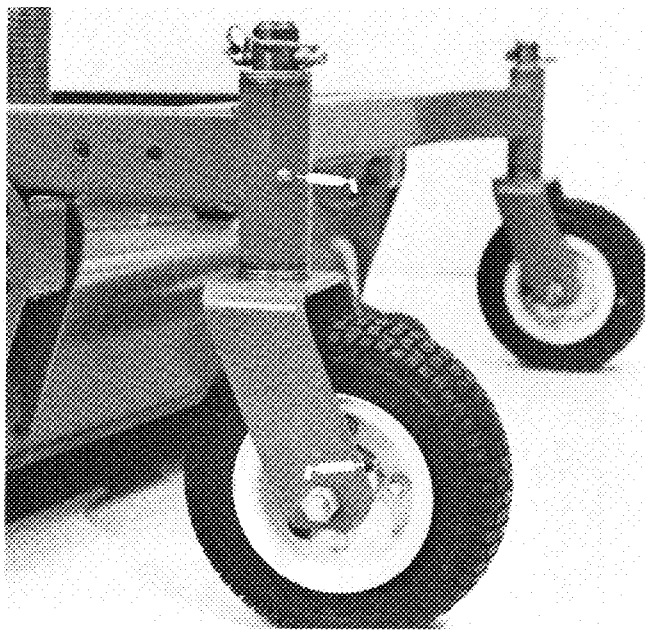
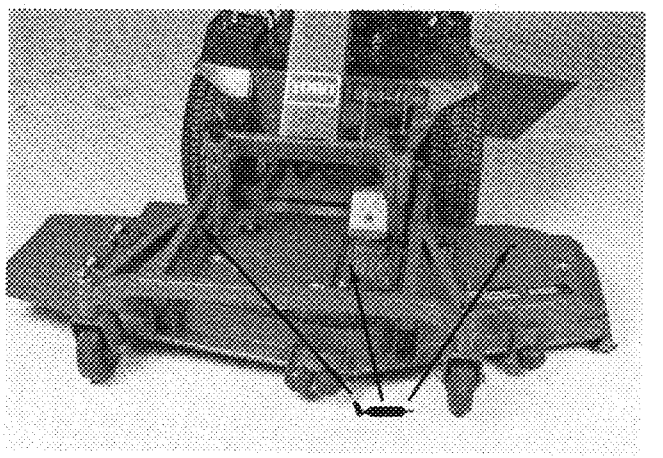

Figure 18
Figure 19
1. The cutting unit has bearings and bushings that must be lubricated, and these lubrication points are: caster spindle bushings (Fig. 18); castor wheel bearings (Fig. 18), and blade spindle bearings (Fig. 19).